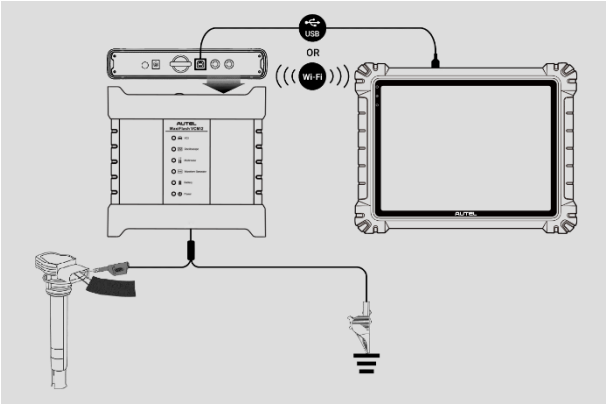

Rysunek 9-1 ***Schemat połączeń***
1. Włóż odpowiednie końcówki przewodów pomiarowych lub sond do kanałów wejściowych, aby zakończyć połączenie. (Patrz *Rysunek 9-1 Schemat połączeń*.)